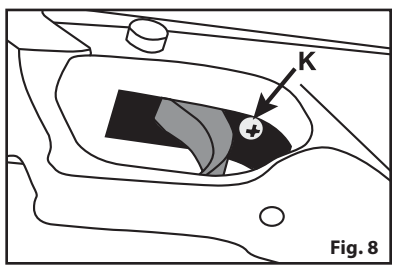

Fig. 8
2. Du har adgang til justeringsskruen bag på aftrækkeren gennem hullet i aftrækkerbøjlen (se Fig. 8) BEMÆRK: Størrelsen og placeringen af hullet i aftrækkerbøjlen kan variere afhængig af modellen.